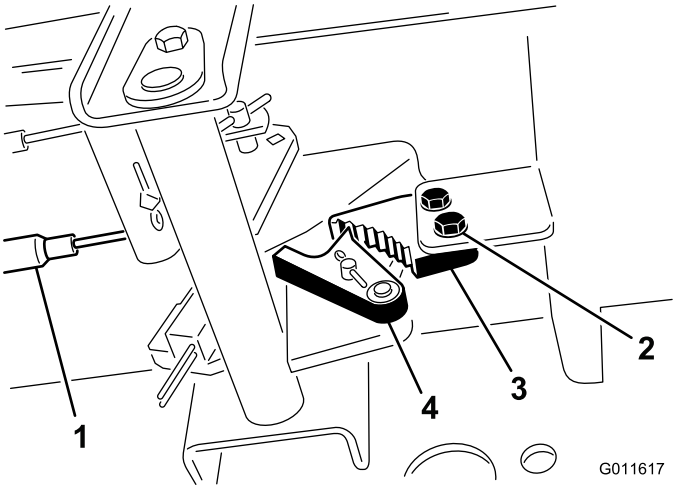

Figuur 66
1. Draai de 2 schroeven los waarmee de pal van de parkeerrem is bevestigd aan het frame (Figuur 66).
2. Trap het pedaal van de parkeerrem naar voren totdat de remvergrendeling de rempal geheel vastgrijpt (Figuur 66).